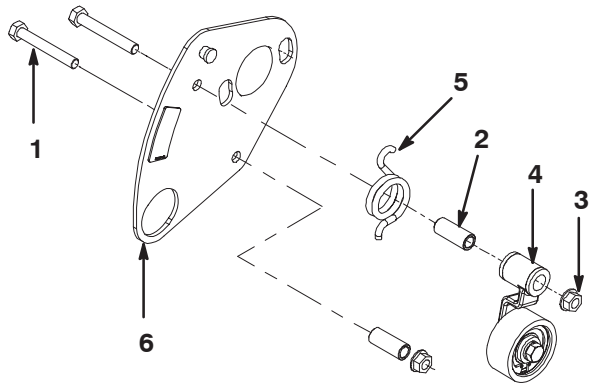
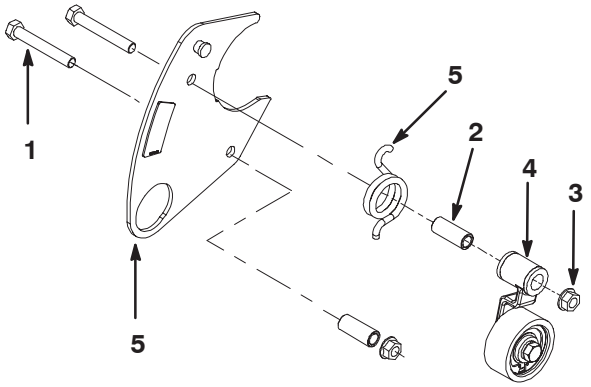

Figure 28
Figure 29
16. Remove the (2) tap bolts, spacers, nuts, idler assembly and spring from the groomer plate (Fig. 28). and install them on the groomer plate to be used with the roller brush (Fig. 29).